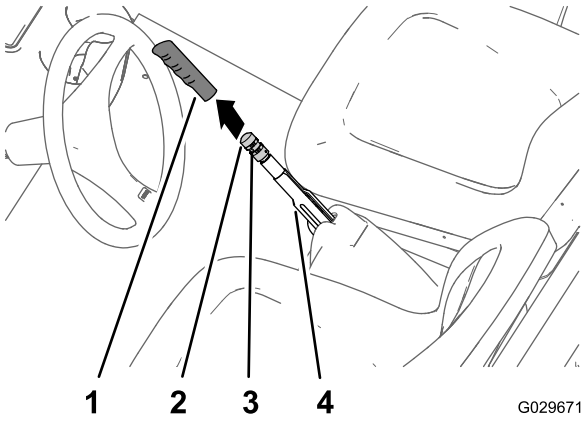

Figur 61
1. Ta bort handtagsgreppet från parkeringsbromsspaken (Figur 61).
2. Lossa ställskruven som håller fast bromsjusteringsvredet på parkeringsbromsspaken (Figur 61).
3. Vrid bromsjusteringsvredet tills det behövs en kraft på 133–156 Nm för att dra åt parkeringsbromsspaken (Figur 61).
4. Dra åt ställskruven och montera handtagsgreppet (Figur 61).
1. Ta bort handtagsgreppet från parkeringsbromsen (Figur 61).
2. Lossa ställskruven (Figur 61) som håller fast bromsjusteringsvredet på parkeringsbromsspaken, frigör parkeringsbromsen och lossa på bromsjusteringsvredet.
5. Vrid bromsjusteringsvredet (Figur 61) så att det behövs en kraft på 133–156 Nm för att dra åt parkeringsbromsspaken.
C. Vrid bromsjusteringsvredet (Figur 61) så att det behövs en kraft på 133–156 Nm för att dra åt parkeringsbromsspaken.
- Dra åt ställskruven och montera handtagsgreppet (Figur 61).